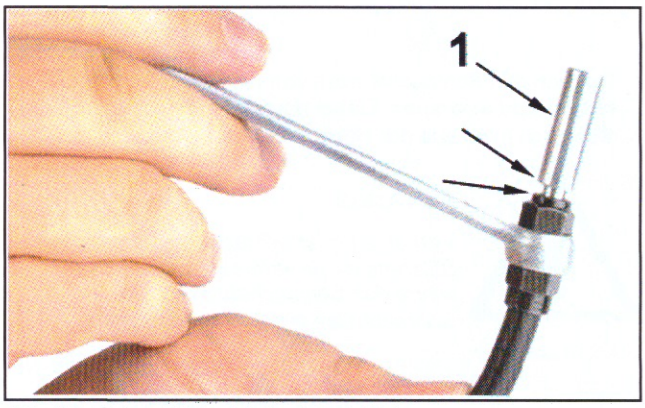

Abb. 4-5 Schraubhülse falsch eingerichtet M-HTL-035e09
- Dieser Abstand (Abb. 4-5) ist zu groß. Der Abstand zwischen Schraubhülse und Montagestutzen 1 darf nicht zu groß und nicht zu klein sein!